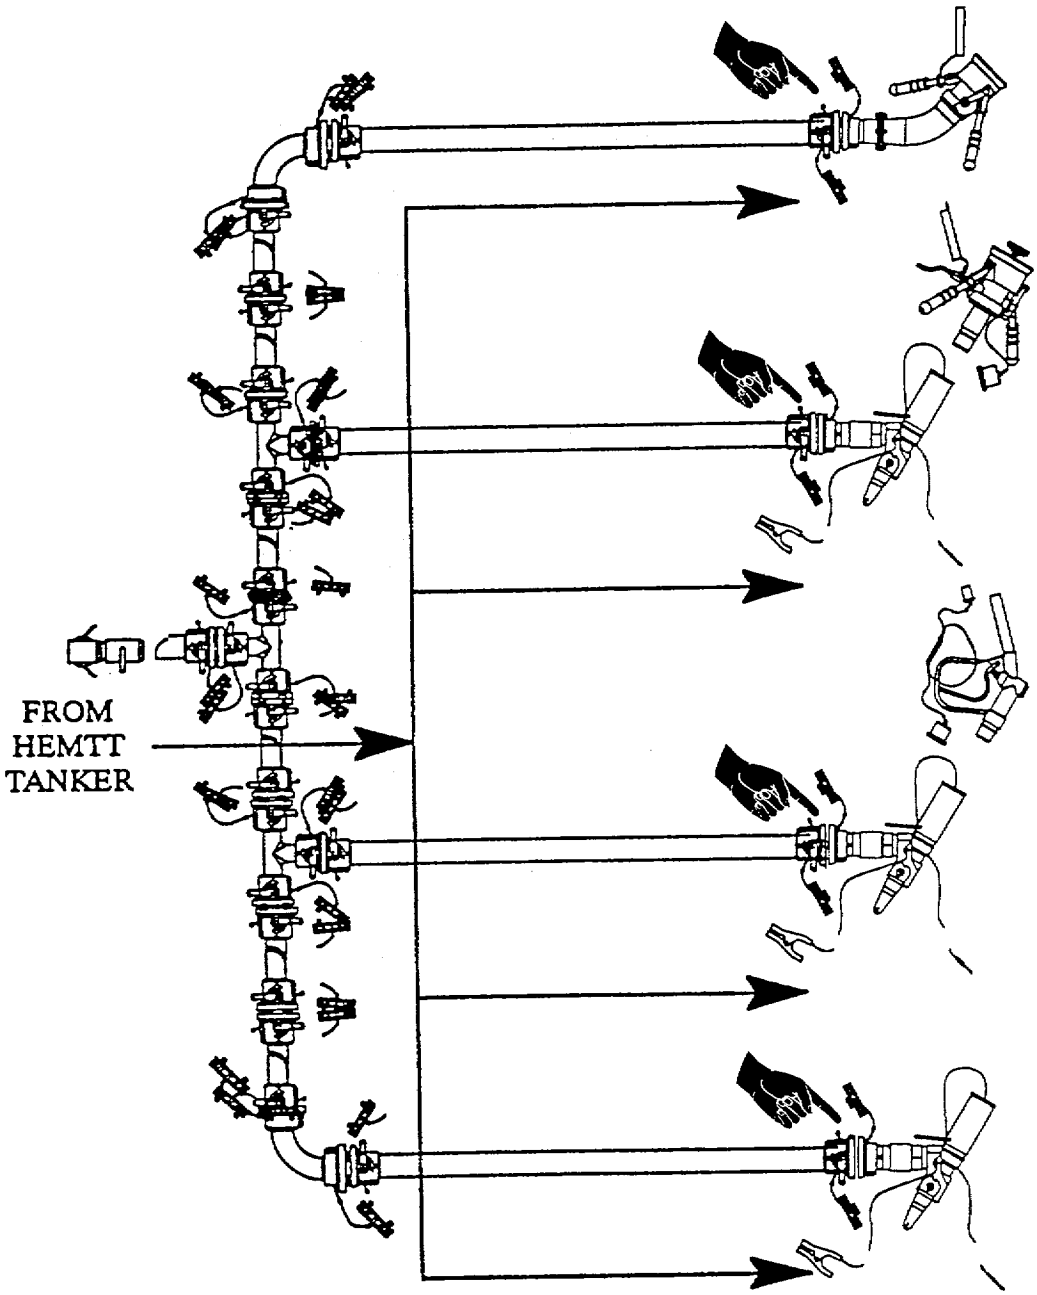

Figure 1-2. HTARS Flow Diagram.
b. Fuel Distribution and Control. (Refer to figure 1-2) Fuel required to operate the HTARS is supplied by the HEMTT tanker and distributed through the 3-inch supply hose to the network of 2-inch hoses, tees and elbows that make up the four refueling points. Fuel flow through the system is controlled by opening or closing the valves located on each hose and tee coupling. In the event of a fuel leak, the defective component can be isolated by closing the nearest upstream and downstream coupling valves. Once isolated, the defective component can be replaced without interrupting fuel flow through the remaining refueling points.